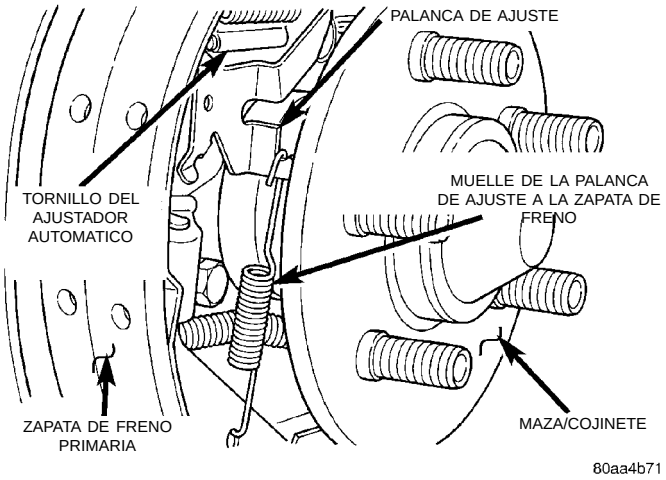

Fig. 81 Muelle de la palanca de ajuste automático
(5) Retire el muelle de la palanca de ajuste a la zapata de freno primaria (Fig. 81).
(9) Instale la palanca de ajuste automático en el muelle del conjunto de zapata de freno delantero (Fig. 81).
(10) Ajuste los conjuntos de zapatas de freno de manera que no interfieran en la instalación del tambor de freno.
(11) Instale los tambores de frenos traseros en las mazas.
(12) Ajuste las zapatas de frenos traseros según el procedimiento de Ajuste de frenos traseros, en la sección de ajustes de servicio del manual de servicio.
(13) Instale el conjunto de rueda y neumático.
(14) Apriete las tuercas de los pernos de instalación de la rueda en la secuencia adecuada hasta que todas estén con la mitad de torsión de la especificación. Después repita la secuencia de ajuste hasta que complete la especificación total de 135 N·m. (100 lbs. pie).
(15) Pruebe el vehículo en la carretera. El ajustador automático continuará efectuando el ajuste del freno durante la prueba de carretera del vehículo.